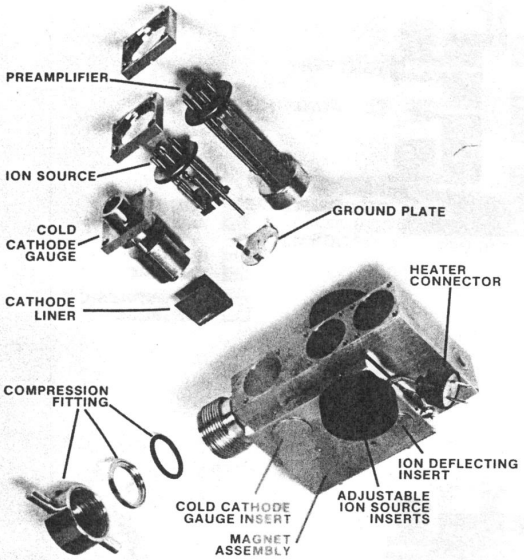

Figure 6-27. Spectrometer Tube (Exploded View)
5. Remove right side panel. Remove the three electrical plugs at the top of the spectrometer tube. Unplug the heater. Loosen the compression fitting and pull to break vacuum. (Figure 6-27 is an "exploded" view of the spectrometer tube.)